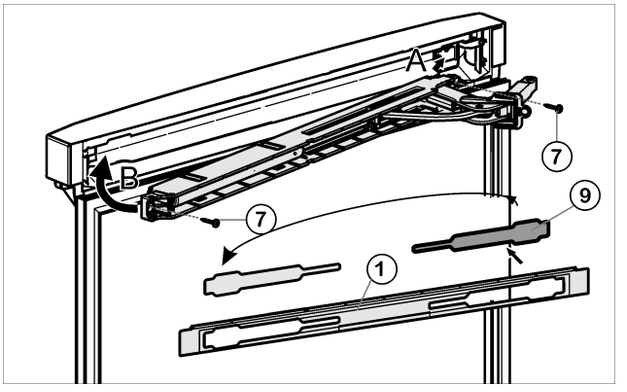

*Fig. 17*
▶ Détacher le cache *Fig. 17 (9)* du panneau *Fig. 17 (1)* et le remettre en place de l'autre côté.
▶ Encliqueter l'unité supérieure de l'amortisseur de fermeture avec l'articulation du côté charnière (A) et la guider pour la repositionner (B).
▶ Visser l'unité d'amortisseur de fermeture à fond (2 Torx® 15) *Fig. 17 (7)*.